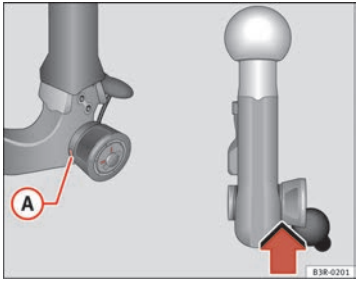

Fig. 168 Removable towing bracket: Safety check
– Check that the green marking (A) ⇒ page 206, fig. 168 on the knob is inside the black zone marked on the ball joint.